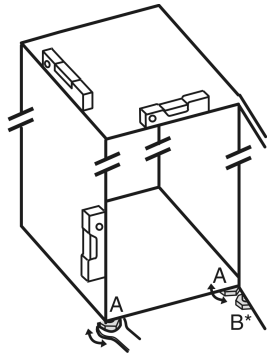

Fig. 48
- ▶ Izmantojot pievienoto uzgriežņu atslēgu un līmeņrādi, izskrūvējiet kājiņas *Fig. 48 (A)*, līdz ierīce ir noregulēta stabilā un taisnā stāvoklī.
- ▶ Izmantojot pievienoto uzgriežņu atslēgu, izskrūvējiet kājiņu *Fig. 48 (B)* no gultņa balsta, līdz tas atrodas uz grīdas.
- ▶ Pagrieziet kājiņu *Fig. 48 (B)* vēl par 90°.